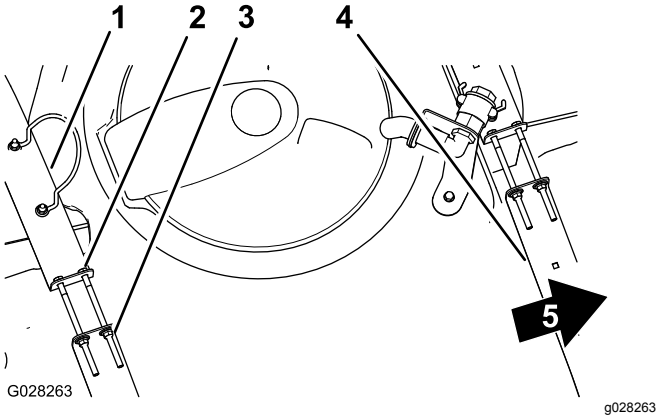

**Figur 85**
2. Sjekk om det er bevegelse mellom tankstroppene og tanken (Figur 85).
3. Hvis tankstroppene er løse, strammer du flenselåsemutterne og boltene øverst på stroppene til de er plan med tanken (Figur 85).